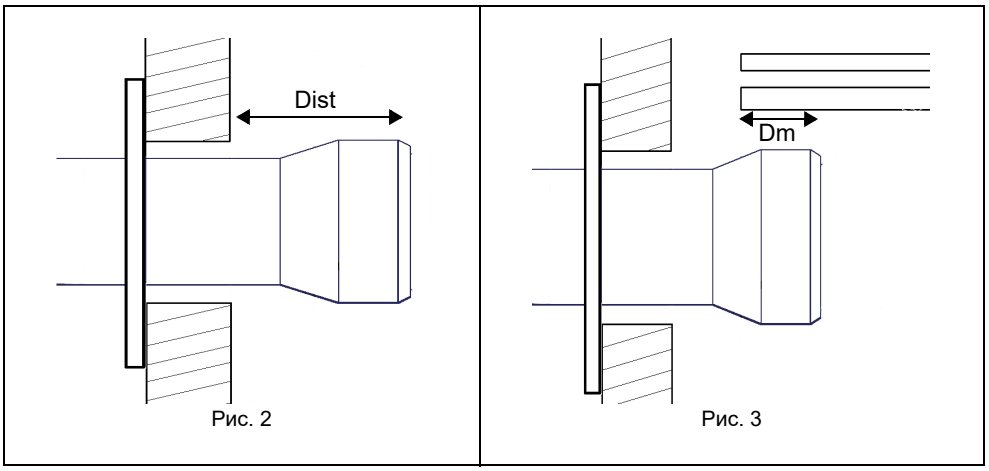

Рис. 2 Рис. 3
- Чугунные котлы, трёхходовые котлы (с первым поворотом газов в задней части котла): сопло должно входить в камеру сгорания не более, чем на **Dist** = 100 мм. (Рис. 2)